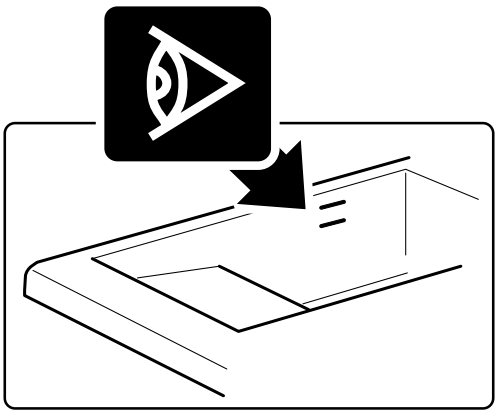

Fig. 5 Niveau maximum/minimum de remplissage cuve
- Toujours contrôler que le niveau de l'huile est compris entre le |b|niveau maximal bb| et le **niveau minimal** (indiqué au moyen des encoches en relief dans la partie interne de la cuve, voir *Fig. 5 Niveau maximum/ minimum de remplissage cuve*).
Toujours contrôler que le niveau de l'huile est compris entre celui maximal et minimal, indiqué au moyen des encoches en relief dans la partie interne de la cuve (Voir *Fig. 5 Niveau maximum/ minimum de remplissage cuve***).**